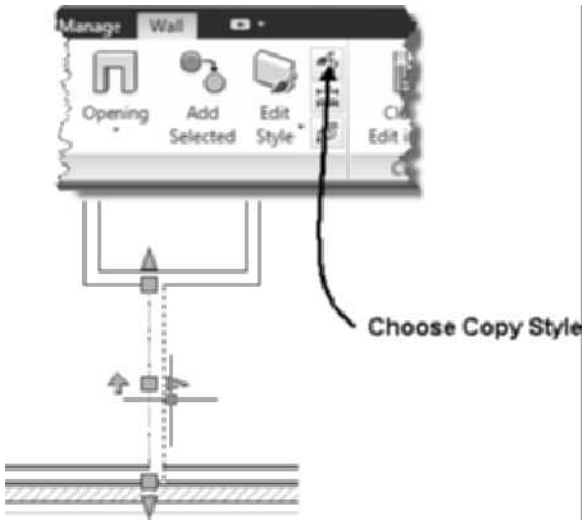

FIGURE 3.83 *Merger of interior partitions*
(Notice that the interior walls do not merge as shown in Figure 3.83.)
8. Select the interior wall as shown in Figure 3.83 and choose **Copy Style** from the Wall tab, General panel of the ribbon to open the **Wall Style Properties-Standard (2)** dialog box.
9. Select the **General** tab, overtype the name **Interior** in the **Name** field to remove the "Standard (2)" name, and type **Interior partitions** in the **Description** field.